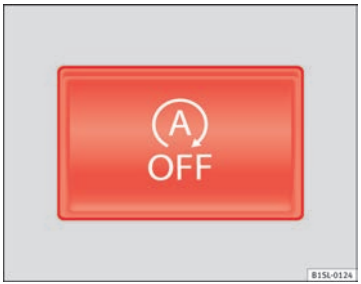

Fig. 104 Sur la console centrale supérieure : touche du système Start-Stop.
- Appuyez sur la touche ⓐ située sur la console centrale ⇒ fig. 104.